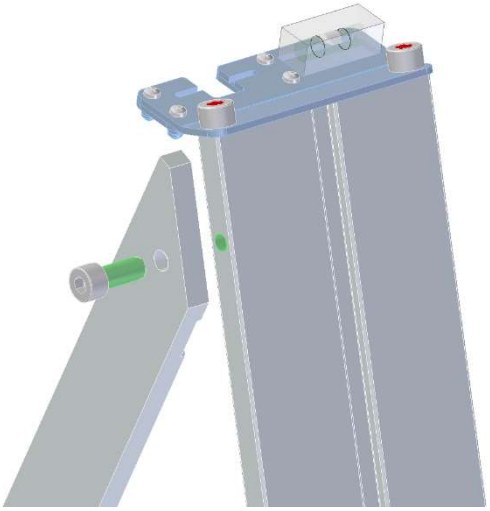

Fig. 1: Montage der Stativstrebe am Stativboard
- Fixierschraube lösen (siehe Fig. 1), Stativstrebe ausklappen.